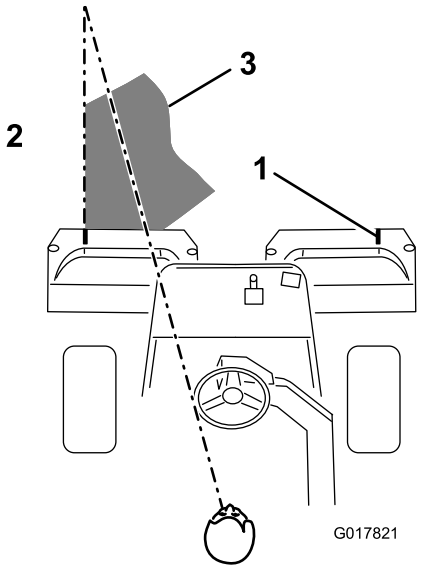

Figur 38
4. Överlappa den tidigare klippremsan så lite som möjligt under nästkommande vända. Etablera en tänkt siktlinje ca 1,8 till 3 m framför maskinen så att du klipper i en rak linje över greenen och håller maskinen på ett jämnt avstånd till förra klippvändans kant (Figur 38). Vissa föredrar att inkludera rattens ytterlinje som del i siktlinjen, d.v.s. att hålla rattkanten i linje med en punkt som alltid är på samma avstånd från maskinens framkant (Figur 38).